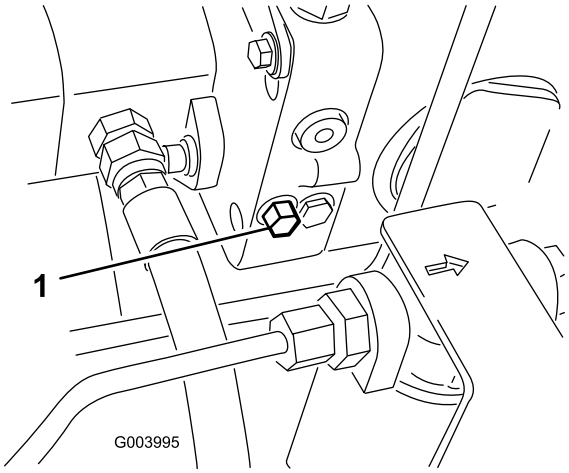

Rysunek 42
1. Zawór obejściowy znajduje się po lewej stronie higrostatu (Rysunek 42). Obróć śrubę o 1,5 obrotu, aby otworzyć zawór i umożliwić wewnętrzne obejście oleju. Dzięki obejściu oleju maszyna może być powoli przesuwana bez ryzyka uszkodzenia przekładni.